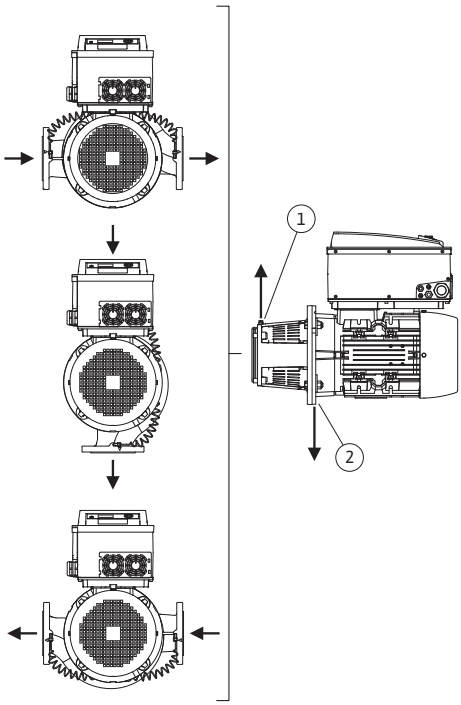

Fig. 14: Sallitut asennusasennot, vaakatasoinen moottoriakseli
Sallitut asennusasennot, kun moottoriakseli on vaakatasossa ja elektroniikkamoduuli ylöspäin (0°), on esitetty kuvassa Fig. 14.
Pumpun ilmaus voidaan taata optimaalisesti, kun ilmanpoistoventtiili osoittaa ylöspäin (Fig. 14, pos. 1).
Johda syntyvä kondenssivesi kohdennetusti pois olemassa olevien porattujen aukkojen, pumpun tiivistelaipan sekä moottorin kautta (Fig. 14, pos. 2).